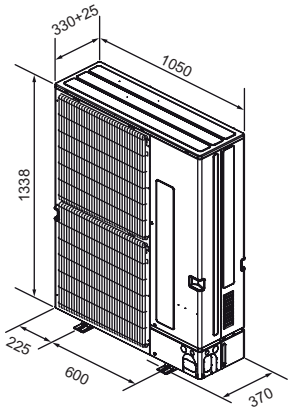

Rys. 2-1
2.3. Wymiary zewnętrzne (jednostka zewnętrzna) (Rys. 2-1)